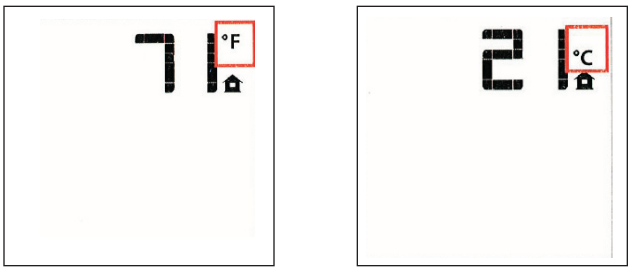

Figure 42. Room temperature readings
- With the transmitter in the OFF position, press the Thermostat Key and the Mode Key at the same time. The display screen will show the current room temperature cycling between Farenheit and Celsius indicators each time the keys are pressed simultaneously. See fig. 42.